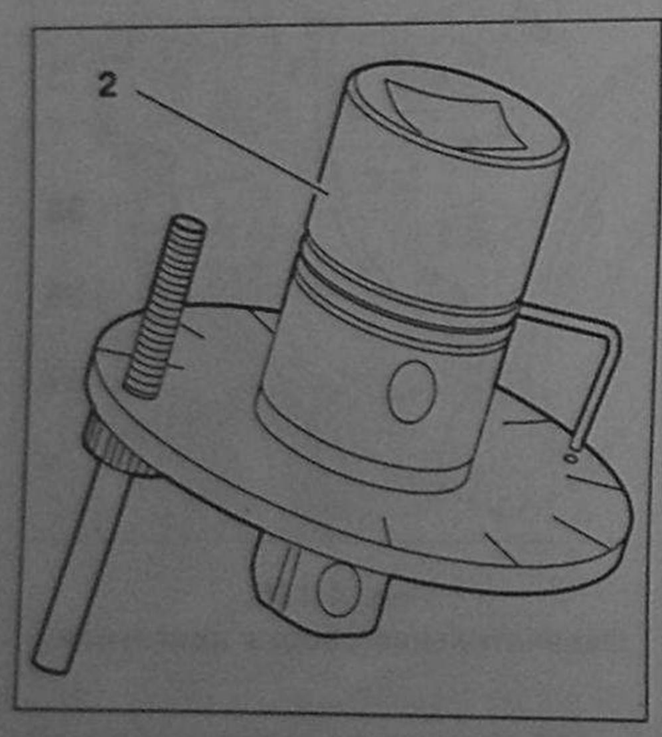

Рис. 4.161. Переходник с угловой шкалой для затяжки резьбовых соединений по указанному углу поворота 4069-Т. [2].
67. Затяните окончательно, на угол 240°, используя переходник с угловой шкалой для затяжки резьбовых соединений по указанному углу поворота 4069-T. [2] (рис. 4.161).